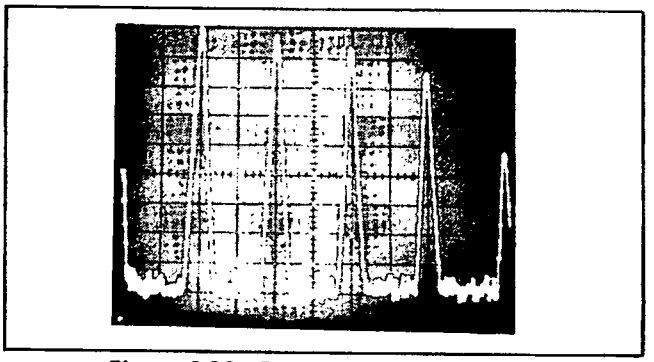

**Figure 4-26. Store Button Released.**
4-166. When Clock C9 goes high during the read phase, the 8-bit word from address Ø is strobed into the Latch. When Clock C1 goes into the write phase, the Address Counter remains in State Ø and, when $\overline{C10}$ goes low, the 8-bit word from address Ø is written back into address Ø, leaving address Ø unchanged. When Clock C1 again goes into the read phase, the Address Counter is incremented to State 1 and, when C9 goes high, the 8-bit word from address 1 is strobed into the Latch. During the next write phase of C1, the Addresses Counter is still in State 1 (0000000001) but because its LBS is forced to a logical "0", RAM address Ø (0000000000) is selected and the 8-bit word from address 1 (now at the output of the Latch) is written into address Ø. As the sequence continues, the contents of address 3 are written into address 2 the contents of address 5 are written into address 4, etc. When the Address Counter reaches State 1023 and resets, the Store Function Controller resets to State Ø and the system returns to its normal mode of operation. At this point, each pair of addresses (Ø and 1, 2 and 3, 4 and 5, etc.) contains the same information. Since the addresses are now read sequentially as the Address Counter increments from State Ø to State 1023, the video amplitude on the display is the same for each pair of X-Axis segments. Because of this redundancy, a series of dots appear on the display (Figure 4-26). The dots are automatically cleared when the memory contents are updated by a new frequency sweep.
**4-170. Time Base Generator.** The Time Base Generator accepts the Initiate Measurement signal from the A36 board and the 100 kHz Clock signal from the Limiter. To run the counter, the Time Base Generator produces three control signals: (L)MEASURE, (L)COUNT, and (L)LOAD Latch. The heart of this signal generation is a 14-stage ripple counter.
*4-171. Operation of the Time Base Generator.* The Initiate Measurement line going high starts the sequence of events necessary for one frequency measurement. First U5B toggles when its J input goes high and its clock input receives a positive edge of the 100 kHz Clock signal; so, its Q output (H)MEASURE goes high and its $\overline{Q}$ output (L)MEASURE goes low. Both of these signals leave the board and control the circuits that prevent the VTO from sweeping. (L)MEASURE also drives the reset inputs of U7A, U7B, and U5A low; this enables them to have their J, K, and D inputs utilized. At the same time, (L)MEASURE resets the ripple counter (U6) to zero. Then, since the 100 kHz Clock is divided by two by U7A, the ripple counter begins counting at a rate of 50 kHz. When the binary count reaches 00100100000000 (i.e. the ripple counters Q9 and Q12 outputs go high), the output of AND gate U9C goes high. This forces the J input of U5A high which makes its $\overline{Q}$ output (L)COUNT go low. Since U5A is a J-K masters/slave flip-flop, its output state won't change until its K input is driven high; this is done when the ripple counter reaches a binary count of 11000000010000 (i.e. its Q5, Q13, and Q14 outputs have gone high) and the output of AND gate U9A goes high. Also at this time, the D input of U7A is forced high causing its $\overline{Q}$ output (L)LOAD LATCH to go low. When the count reaches 11000000100000 the output of AND gate U9A goes low and the output of U7B goes high. Finally, when the ripple counter reaches 11000001000000 (its Q7, Q13, and Q14 outputs are high), the output of AND gate U9B goes high; this resets U5B via its K input causing its $\overline{Q}$ output (L)MEASURE to go high. In this way, the signals that control the counter are generated.
4-172. Notice that the (L)COUNT line is driven low from 00100100000000 to 11000000010000. The difference of these two binary numbers is 10011100010000; the decimal equivilent of this is 10,000. So, the (L)COUNT line goes low for 10,000 counts. Since the binary number is counting at a rate of 50 kHz (Q1 is a 25 kHz square wave) each count is 20 $\mu$sec in duration. The (L)COUNT line goes low for 10,000 counts times 20 $\mu$sec/count, or 200 msec. The accuracy of this time is dependent on the accuracy of 100 kHz Reference signal. The remaining time durations of the control pulses can be calculated in this manner; they are illustrated in Figure 4-26 for your convenience.